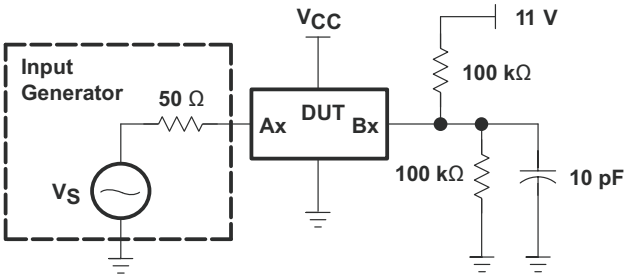
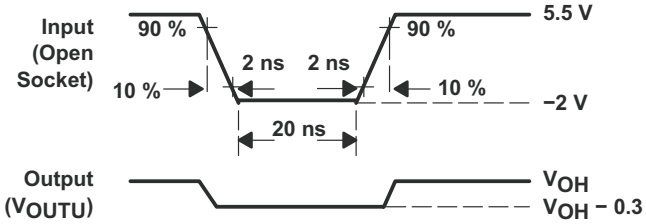

**Figure 7. Device Test Setup**
**Figure 8. Transient Input Voltage ($V^I$) and Output Voltage ($V_{OUTU}$) Waveforms (Switch OFF)**
**Table 3. UNDERSHOOT CHARACTERISTICS (see Figure 7 and Figure 8)**